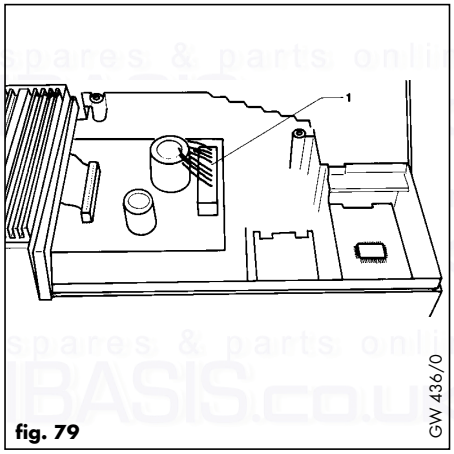

fig. 79
- Unplug transformer plugs (1, fig. 79) and remove from control box.